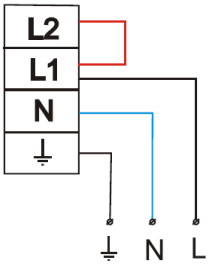

Рис.1
3.2 Сетевой кабель (сечение провода - от 1,0 мм^2 до 2,5 мм^2) пропускается через сальник и присоединяется к клеммной колодке: L1- постоянная фаза; N- нейтраль. Провод заземления должен быть присоединен к соответствующей клемме колодки (см. рис. 1).